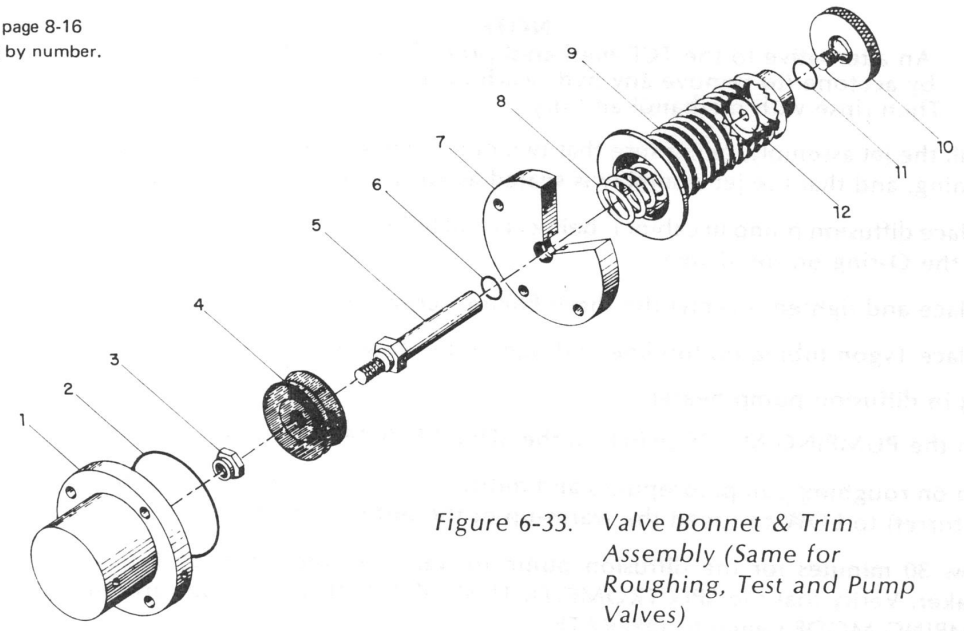

Figure 6-33. Valve Bonnet & Trim Assembly (Same for Roughing, Test and Pump Valves)
Occasionally the valves will need cleaning. Also, after many thousands of operations, if a bellows develops a leak, it must be replaced. Directions for disassembly are given below. Figure 6-33 is an exploded view of the bonnet and trim assembly of the roughing, test, and pump valves. The bonnet and trim assemblies will usually have been removed as part of the complete overhaul: paragraph 6-6.6 (pump valve) or 6-6.7 (valve block assembly). If the complete overhaul is not being carried out at this time, the bonnet and trim assemblies can be removed by carrying out the complete shutdown procedure in paragraph 4-6.4, then disconnecting the main power line and relieving the compressed air pressure. Once the assembly has been removed, and the "top hat" (1) removed, proceed as follows:
1. Place a wrench on the hex between the rubber piston cup and the top plate. Grasping the knurled seal disc (10) by hand, unscrew it.
2. Remove the bellows (9), washer (12) and spring (8).
3. Withdraw the stem (5) with the piston cup (4) attached.
4. Remove the quad ring (6) from the bore of the top plate (7) and the O-ring (11) from the back of the seal disc.